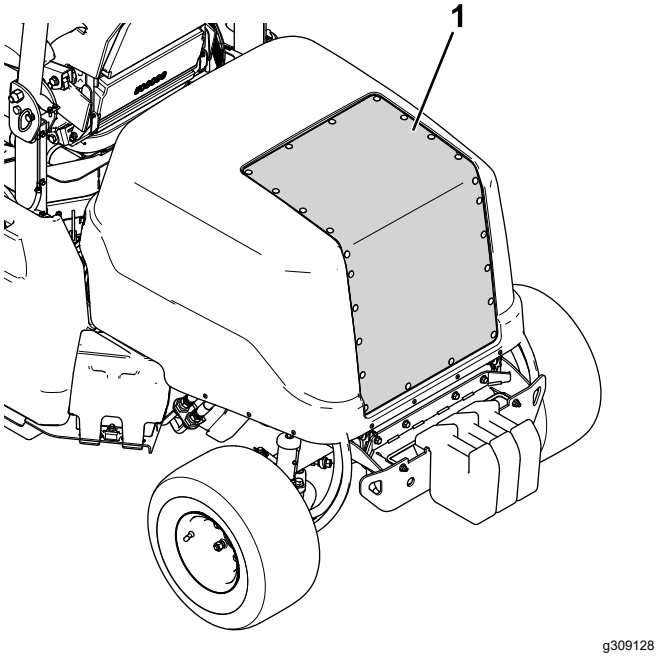

Bild 73
2. Reinigen Sie das Luftansauggitter mit Druckluft (siehe Bild 73). Richten Sie dabei die Druckluft vom Motorinnenraum nach außen.